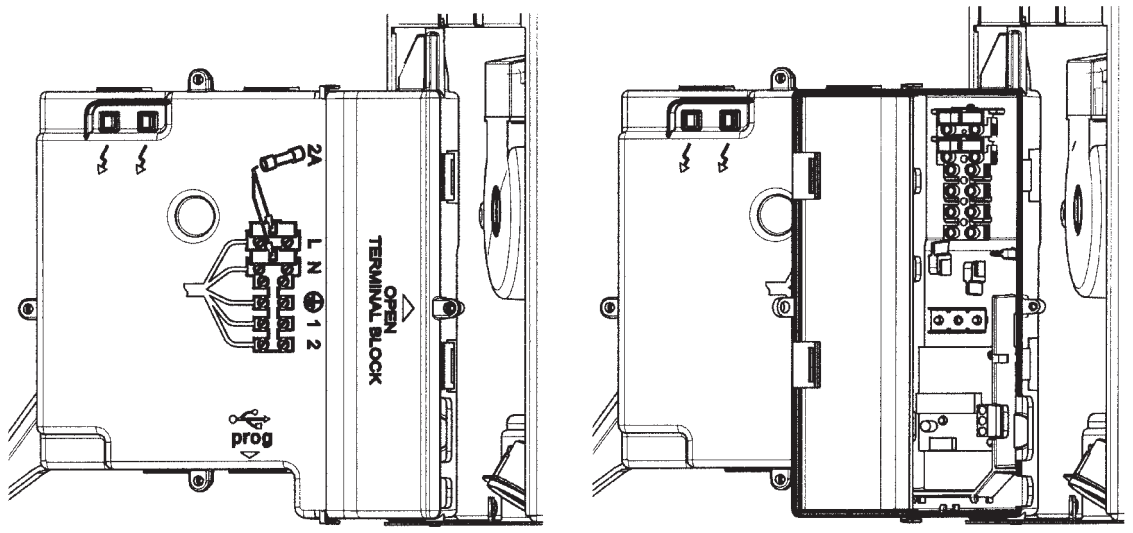

Rysunek 9
• ściągnąć pokrywę i dotrzeć do strefy podłączeń elektrycznych (rysunek 9).
- Dotrzeć do skrzynki zaciskowej zasilania (rysunek 9) w sposób opisany w poprzednim rozdziale;
- usunąć mostek znajdujący się na zaciskach (1) i (2);